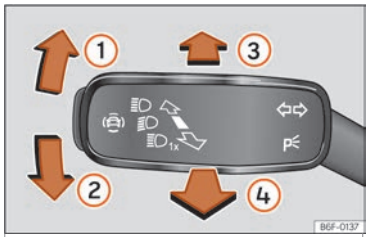

Fig. 97 Turn signal and main beam lever.
- From the base position, press the turn signal and main beam headlights lever forwards ››› Fig. 97 ③
- **OR:** if the main beam assist is on, pull the turn signal and main beam headlight lever backwards ››› Fig. 97 ④.